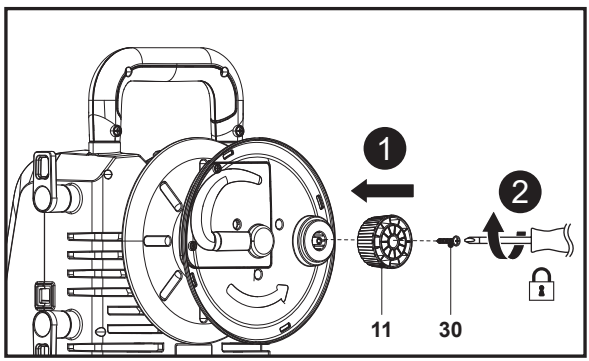

Fig. 3
1. Aligner le trou de montage du bouton du dévidoir (11) sur son emplacement sur la machine, puis fixer le raccord avec la vis (ST4,8 x 16) (30) à l'aide d'un tournevis cruciforme adapté (non fourni) (Fig. 3, étapes 1 et 2).